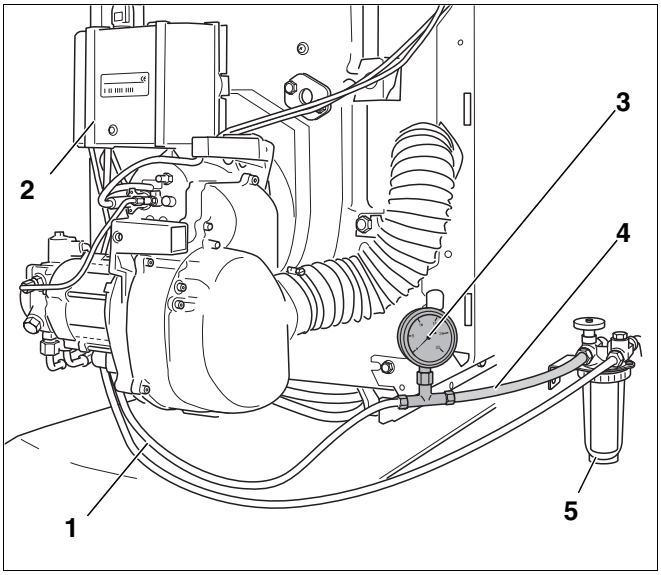

Abb. 17 Ölansaugleitung demontieren
- Ölabsperrhahn am Ölfilter (Abb. 17, **Pos. 5**) schließen und transparenten Schlauch (Abb. 17, **Pos. 4**) mit Vakuummeter (Abb. 17, **Pos. 3**) demontieren.
- Ölansaugleitung (Abb. 17, **Pos. 1**) an den Filteranschluss des Ölfilters (Abb. 17, **Pos. 5**) anschrauben.
- Ölabsperrhahn am Ölfilter (Abb. 17, **Pos. 5**) öffnen.